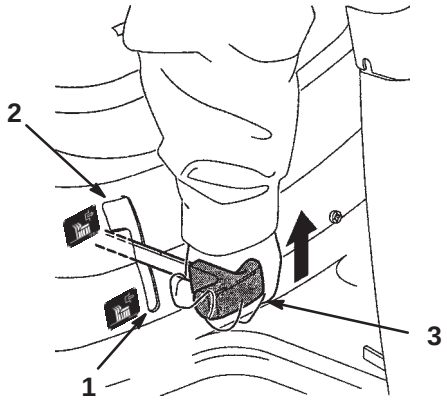

Bild 4
2. Stellen Sie den Zapfwellenantrieb (ZWA) langsam auf „Einkuppeln“ (Bild 4).
2. Stellen Sie den Zapfwellenantriebshebel (ZWA) auf „Auskuppeln“ (Bild 4).